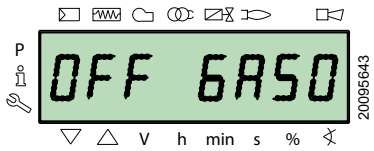

Fig. 44
- Fioul domestique « **OFF GASO** » (Fig. 44).